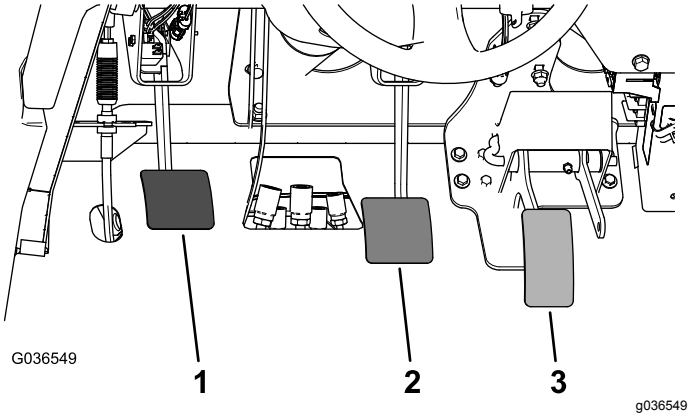

Figuur 61
2. Til het rempedaal omhoog (Figuur 61) totdat dit contact maakt met het frame.
3. Draai de contramoeren los waarmee de gaffel is bevestigd aan de as van de hoofdremcilinder (Figuur 61).